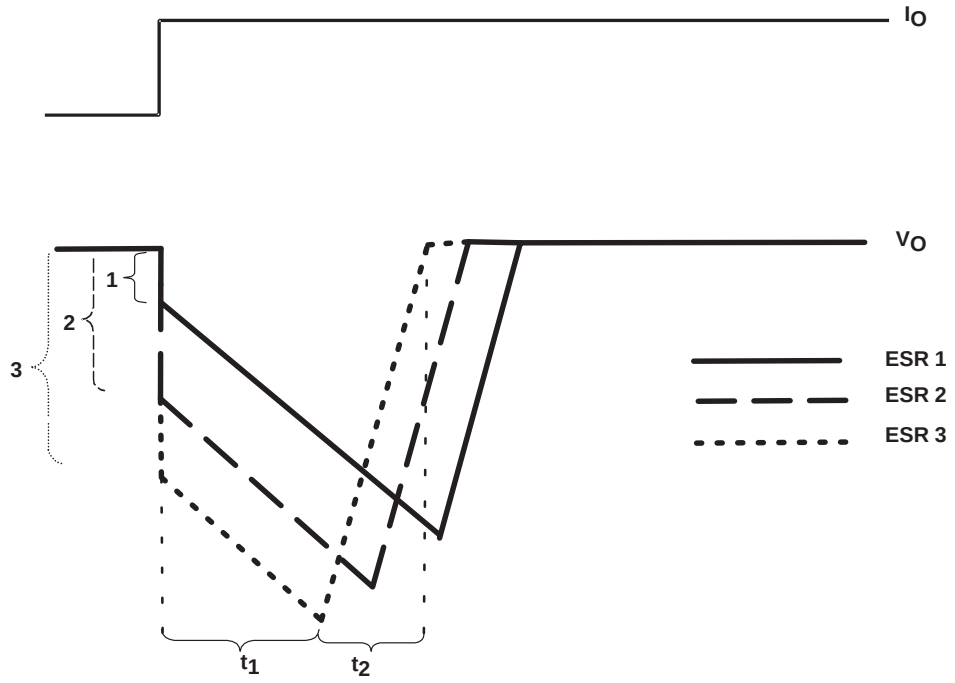

Figure 23. Correlation of Different ESRs and Their Influence to the Regulation of V_O at a Load Step From Low-to-High Output Current
- The LDO is not able to supply the sudden current need due to its response time (t_1 in Figure 24). Therefore, capacitor C_O provides the current for the new load condition (dashed arrow). C_O now acts like a battery with an internal resistance, ESR. Depending on the current demand at the output, a voltage drop will occur at R_{ESR}. This voltage is shown as V_{ESR} in Figure 23.